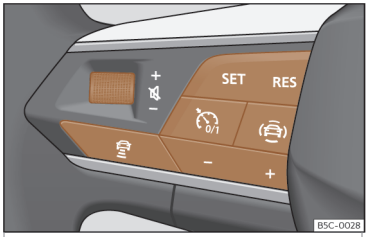

Fig. 159 En el volante multifunción: botones para manejar el ACC
Su vehículo dispone de ACC si dispone de menú de configuración en el sistema de infotainment››› pág. 97, y si dispone de los botones propios de la función ACC en el volante multifunción››› fig. 159.
- Para comenzar la regulación presione el botón **SET** >>> **fig. 159**.
Para programar la velocidad pulse los botones **+** o **–** >>> **fig. 159** hasta la velocidad deseada. El ajuste de velocidad se realiza en intervalos de 10 km/h (5 mph).
- Pulse el botón y, a continuación, el botón **+** o **–** >>> **fig. 159**.